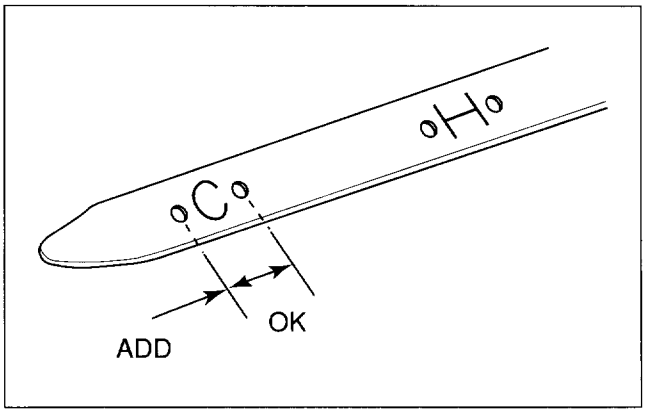

Figure 3. Cold ATF Level
- **When checking the oil level at low ATF temperatures (20 - 30°C/ 68 - 86°F) during oil change, etc., adjust the oil level so that it is within the "COLD" range (figure 3). Then, recheck the oil level in the fully warmed condition (70 - 80°C/ 150 - 176°F).**